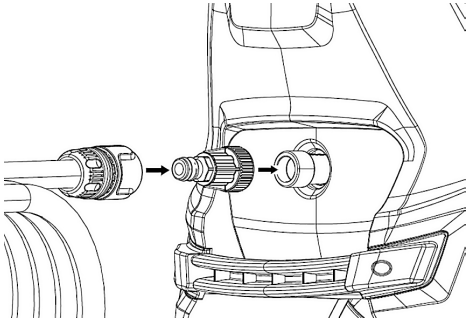

Рис. 5 Установка фильтра тонкой очистки
5. Установите фильтр тонкой очистки на входной штуцер (Рис. 5).